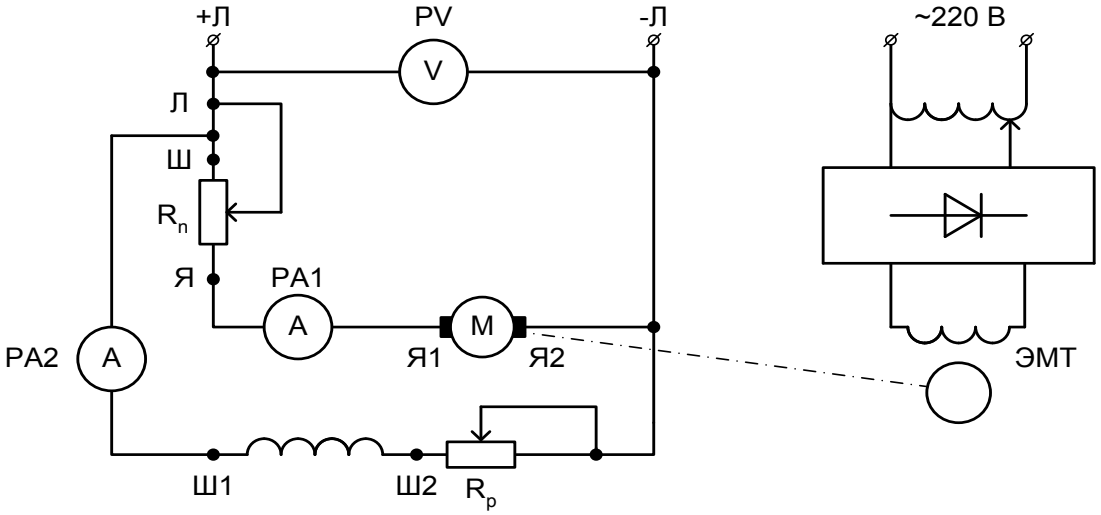

Рис. 3.1. Схема исследования двигателя
2. Собрать схему исследования двигателя (рис. 3.1) и представить для проверки преподавателю.